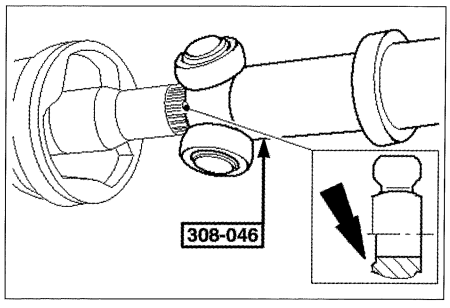

FIG. 5
• Con un martillo pequeño o un botador apropiado (útil Ford 308-046 ó 16-016), calar a presión el trípode en el eje **(fig. 5)** y montar un anillo de seguridad nuevo.
*El trípode tiene un chaflán que debe estar dirigido hacia el lado opuesto del anillo de freno **(fig. 5)**.*